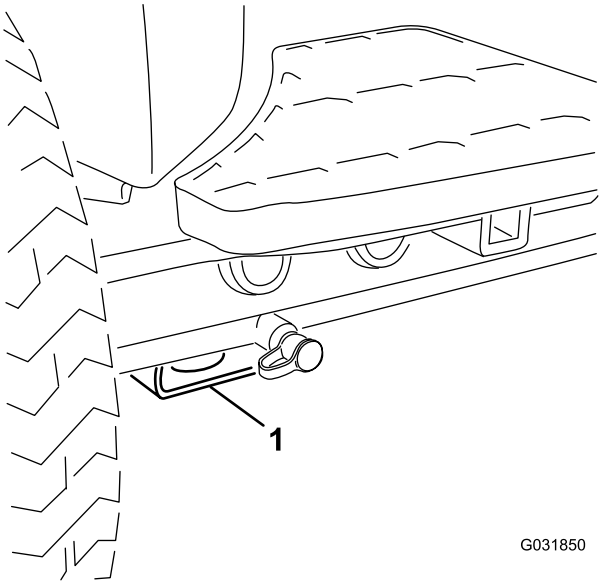

Figur 37
- Foran – rektangulær plate under akselrøret, innenfor hver av de fremre festepunktene (Figur 37).